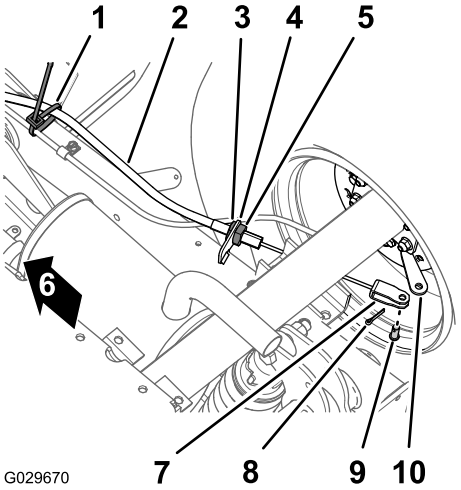

Figur 50
1. Fjern kabelbåndet i bunden af maskinen, der fastgør parkeringsbremsens kabel til driftsbremsens ledning (Figur 50).
2. Marker en rotationsstribe på den fremadgående kontramøtrik til parkeringsbremsens kabel (Figur 50).
3. Løsn den bageste kontramøtrik og fjern kablet fra bremsekablets beslag (Figur 50).
4. Fjern låseclipsen og gaffelbolten, der fastgør gaffelbolten til parkeringsbremsens kabel, på bremsebetjeningshåndtaget, og tag kablet af håndtaget (Figur 50).
1. Før den genvindskårne justeringsskrue på parkeringsbremsens kabel hen til bremsekablets beslag og gaflen til bremsebetjeningshåndtaget (Figur 50).
3. Juster den genvindskårne justeringsskrue på parkeringsbremsens kabel i forhold til bremsekablets beslag og stram den bageste kontramøtrik (Figur 50).